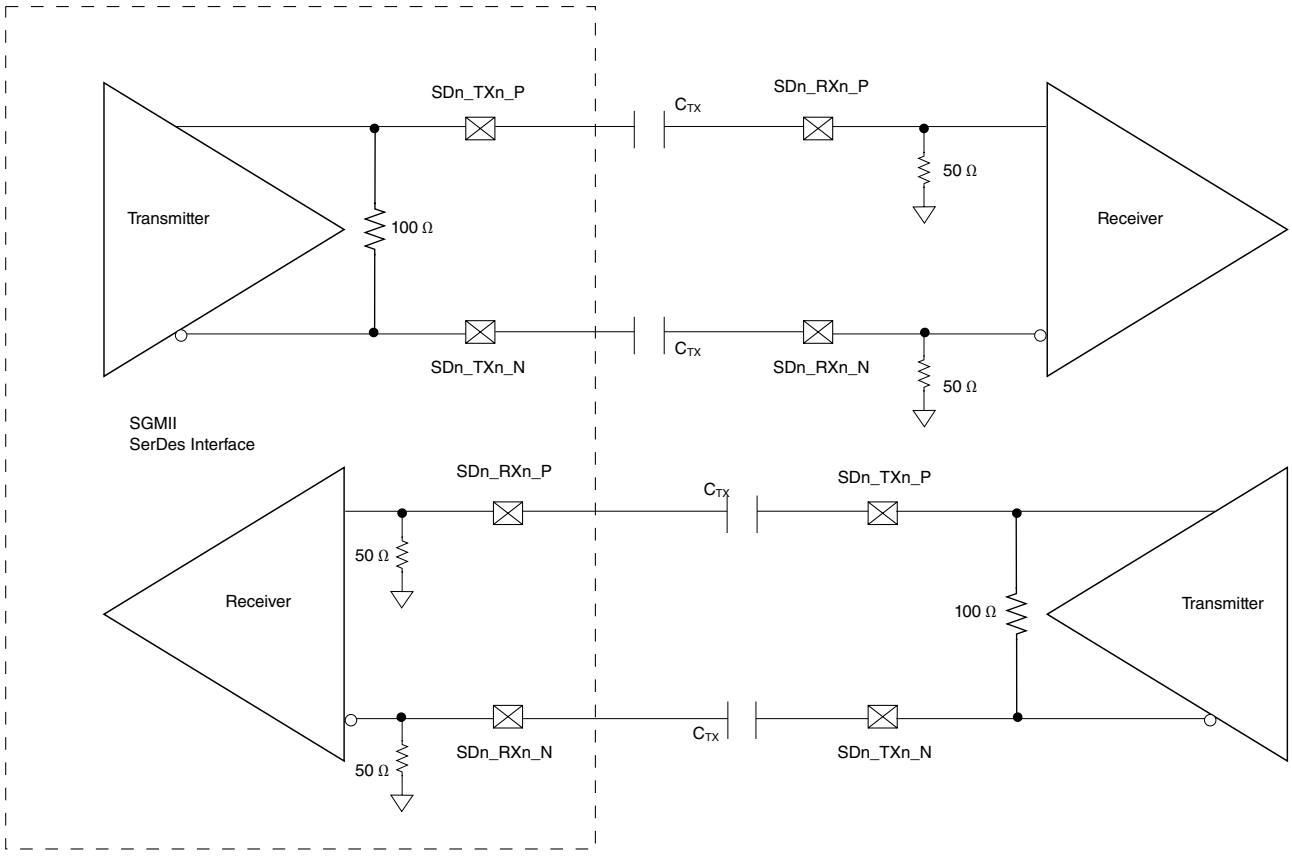

Figure 45. 4-wire AC-coupled SGMII serial link connection example
Each SGMII port features a 4-wire AC-coupled serial link from the SerDes interface of the chip, as shown in Figure 45. on page 140, where C_{TX} is the external (on board) AC-coupled capacitor. Each SerDes transmitter differential pair features 100-Ω output impedance. Each input of the SerDes receiver differential pair features 50-Ω on-die termination to XGND*n*. The reference circuit of the SerDes transmitter and receiver is shown in Figure 42. on page 122.
12. See Figure 45. on page 140.